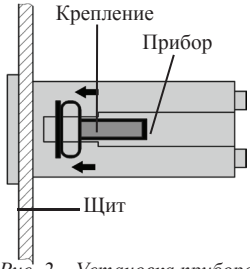

*Рис. 2 – Установка прибора*
3. Закрепите прибор в щите с помощью двух креплений (входят в комплектацию прибора) таким образом, чтобы щит оказался между передней панелью и креплением (рис. 2).